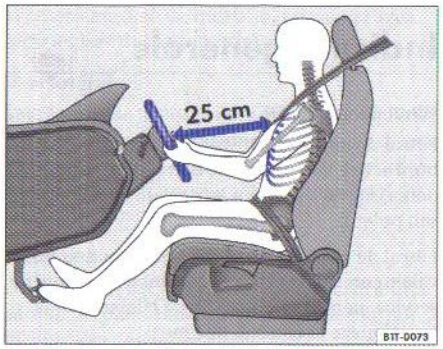

Fig. 54 Imagine de referință: Poziția corectă a conducătorului
- Reglați volanul în poziția dorită ⇒ fig. 54.
cel puțin 25 cm. ⇒ fig. 54. Dacă nu se respectă această distanță, sistemul airbag nu își poate exercita eficiența maximă – pericol de moarte!